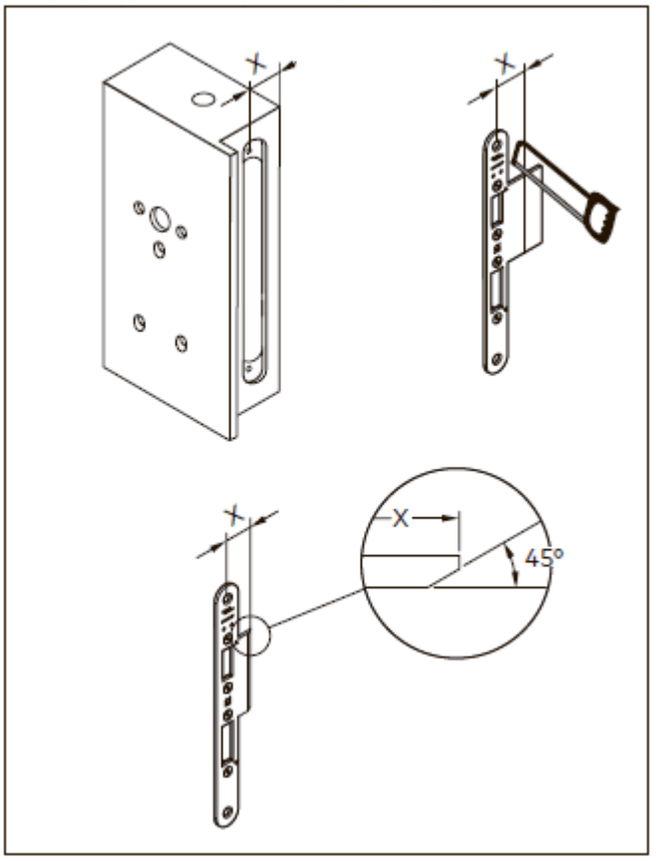

Рис. 35 Размеры и регулировки
1. Отрегулируйте лицевую планку (рис. 35).